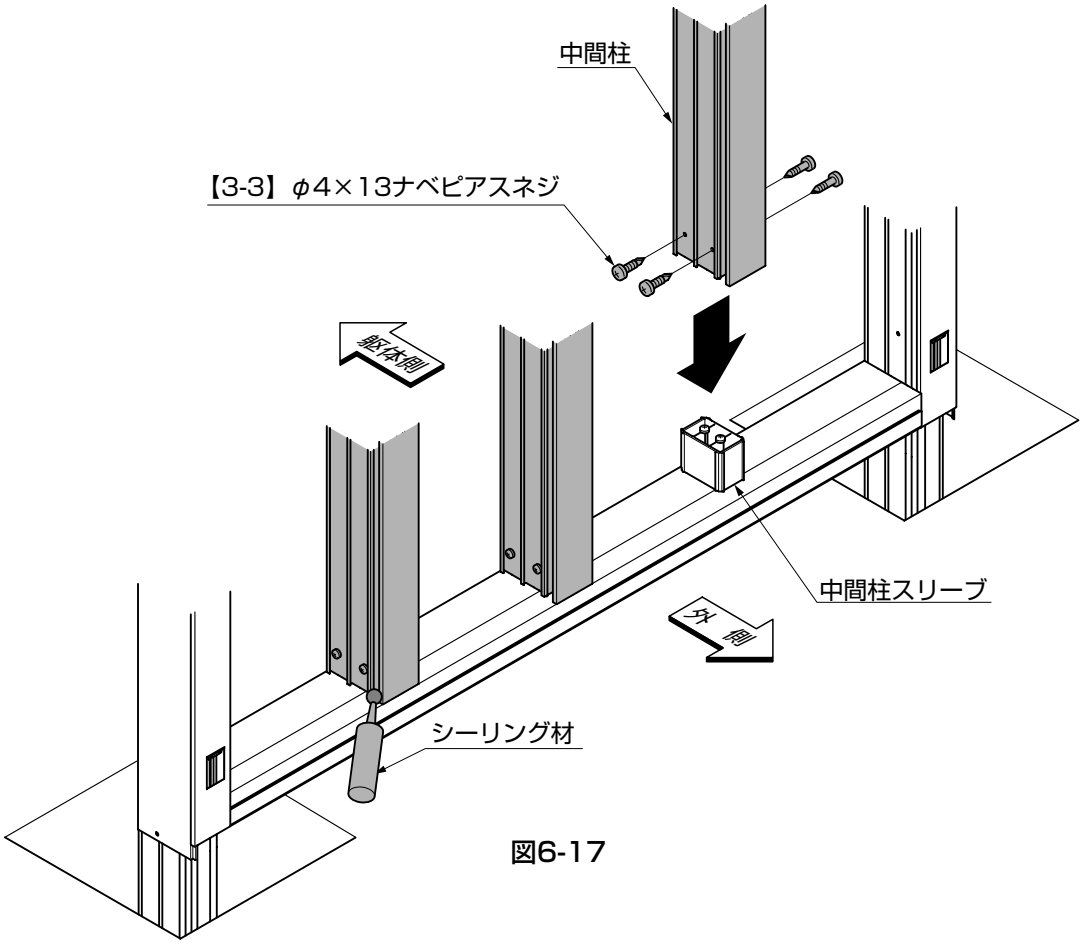

図6-17
①中間柱を中間柱スリーブに、【3-3】で取付けてください。（図6-17参照）
②中間柱を取付けた後、ベースと接する※1の箇所にシーリングをしてください。